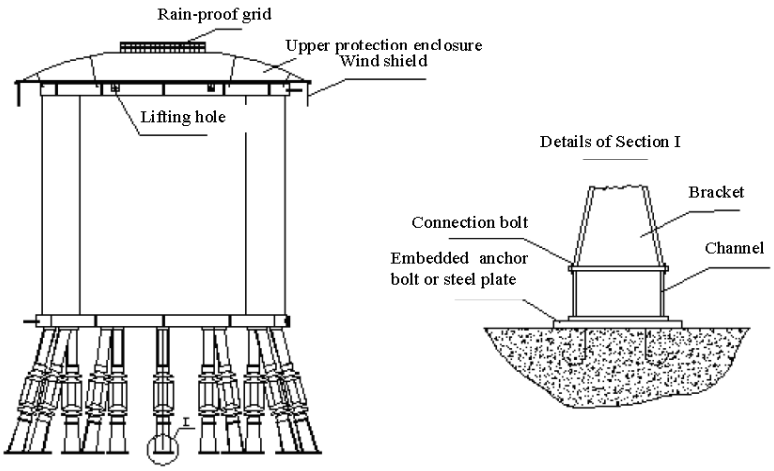

Figure 1: Reactor Structure with Tilted Support
14.2.2.3.1- The installed structure is as shown in Figure 1